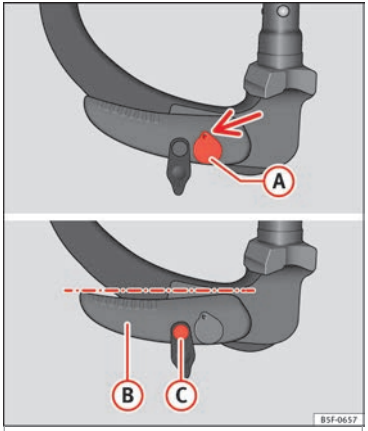

Fig. 181 Standby position: Position of the lever and the release bolt.
- Key (A) ››› **Fig. 181** is in the released position (the part of the key with the holes is facing upwards).
- Lever (B) ››› **Fig. 181** is in the bottom position.
- The release bolt (C) ››› **Fig. 181** can be moved.